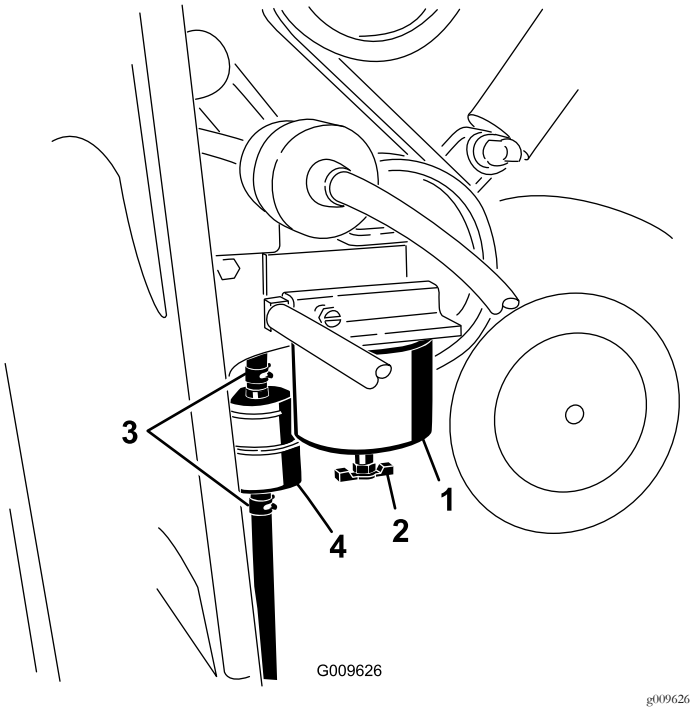

Figur 40
1. Placera en ren behållare under bränslefiltret som sitter på motorns högra sida (Figur 40).
2. Rengör området där filterskålen ska monteras (Figur 40).
3. Avlägsna filterskålen och rengör fästytan (Figur 40).
5. Montera filterskålen för hand tills packningen vidrör fästytan, och vrid sedan ytterligare ett halvt varv (Figur 40).
6. Det inbyggda filtret sitter bakom bränslefilterskålen (Figur 40). Kontrollera åt vilket håll flödespilen pekar. Pilen sitter på sidan av det inbyggda filtret.
7. Lossa klämmorna på det inbyggda filtrets ändar och skjut bort slangarna från det (Figur 40). Kasta bort filtret.
8. Skjut slangarna över änden på det nya filtret (Figur 40) och kontrollera att pilen på filtret pekar i samma riktning som pilen på det gamla filtret.